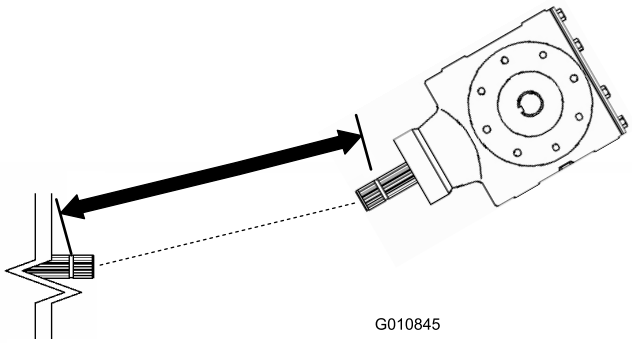
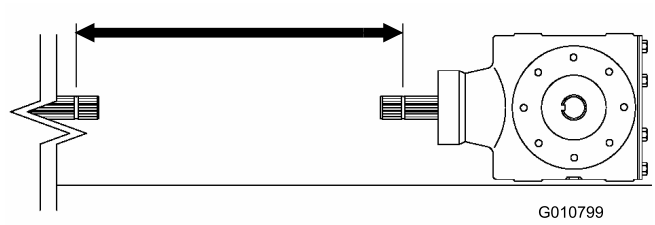
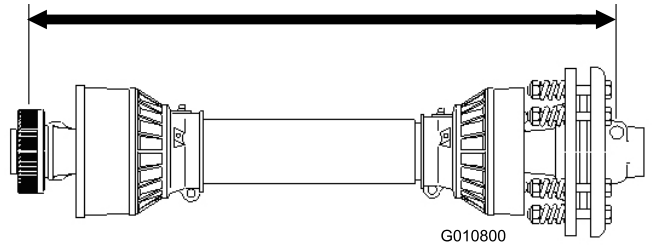

Figur 13
Figur 15
Figur 16
3. Mät avståndet från låsskåran i änden av traktorns kraftuttagsaxel till låsskåran på kraftuttagsaxeln på luftarens växellåda (Figur 13). Notera avståndet. Exempel: 67 cm
5. Mät avståndet från låsskåran i änden av traktorns kraftuttagsaxel till låsskåran på kraftuttagsaxeln på luftarens växellåda (Figur 15). Notera avståndet. Exempel: 70 cm
6. Mät avståndet från mitten på låspinnskulan i ena änden av kraftuttagsaxeln till mitten på låspinnen i den andra änden (Figur 16). Notera avståndet. Exempel: 81 cm
7. Ta det minsta av de två avstånden i Figur 15 och Figur 13 och dra bort det avståndet från avståndet i Figur 16. Exempel: 81 cm minus 67 cm är lika med 14 cm.